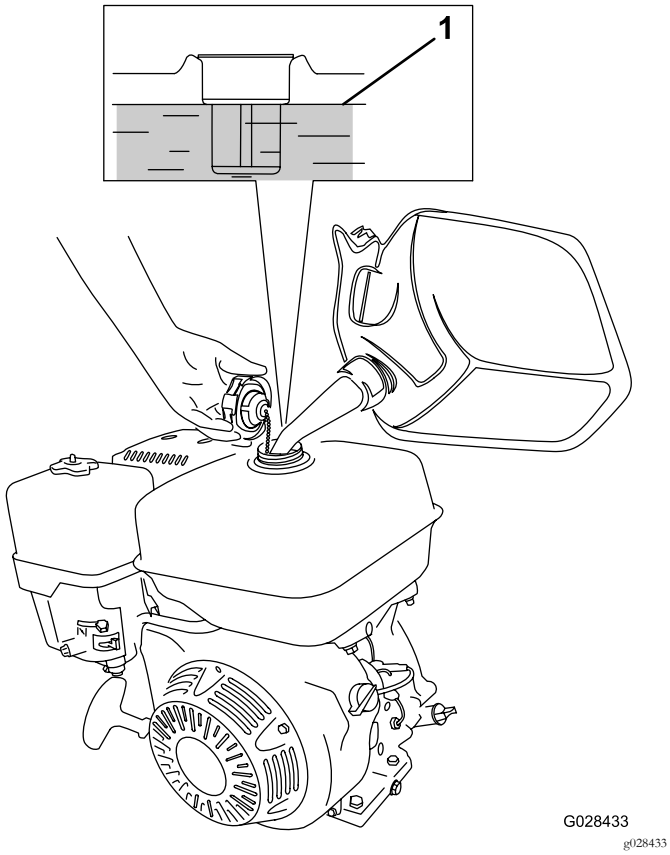

Figur 23
1. Rengör omkring tanklocket och ta bort locket från tanken (Figur 23). Fyll på med blyfri bensin (minst 87 oktan) i bränsletanken tills det är cirka 25 mm kvar till tankens överkant, så att bränslet ges utrymme för expansion.